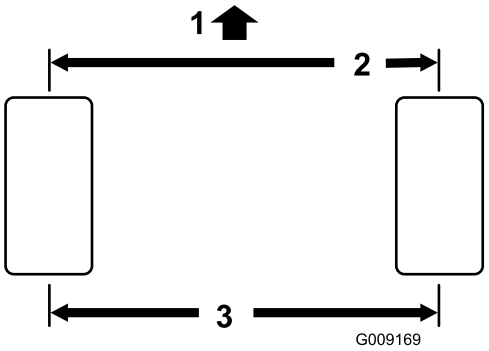

Figur 56
2. Mål avstanden fra midten til midten (i akselhøyde) foran og bak på styredekkene (Figur 56).